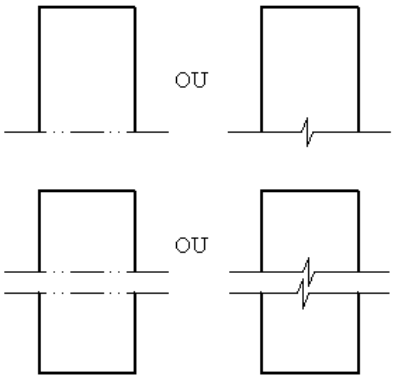

FIGURA 14
1) As linhas de interrupção devem ser em traço fino conforme FIGURA 14: